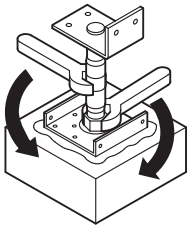

図2-7
④図2-7のように調整金具の各々のレベル調整を行ない、シャフトに組付いている六角ナットを締めて固定してください。